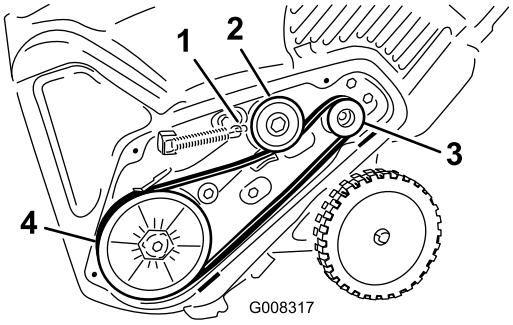

Figur 37
5. Montera den nya drivremmen så som visas i (Figur 37).
8. Montera bromsfjädern på mellandrevsarmen (Figur 37).